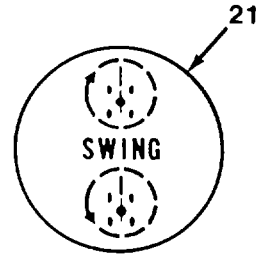

Figure 4-6. *Swing Lever*
21. **Swing Lever** contols rotation of upperstructure: push to swing right; pull to swing left. When the upperstructure is 5 degrees off front center, rear axle pivot cylinders are locked into position to maintain stability for crane work (Figure 4-6).